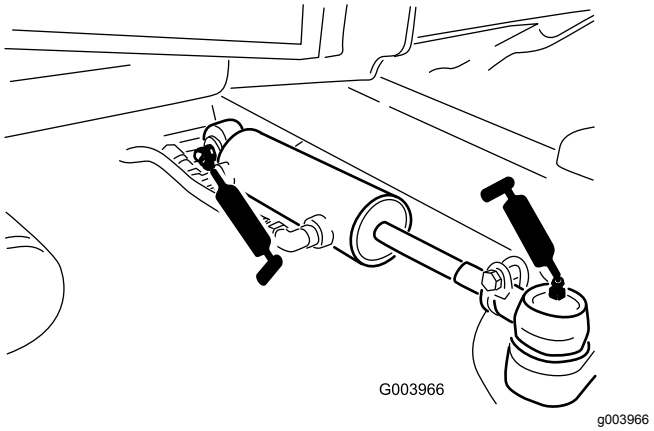

Figur 50
- Styrcylinderns kulleder (2) (Figur 50)